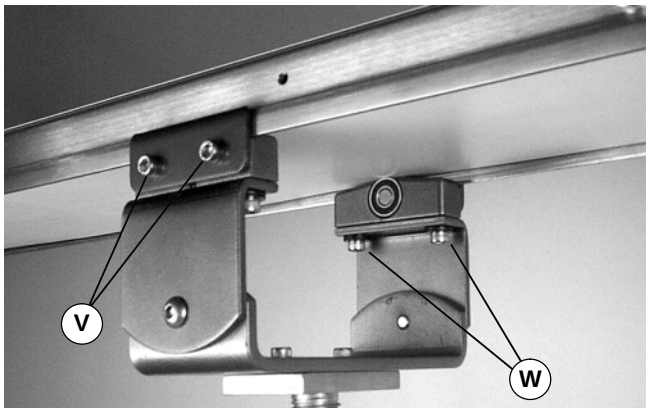

Abbildung 12
3. Die Klemmplatten zu beiden Seiten des Förderers befestigen (Abbildung 12). Die Schrauben (V) mit 9 Nm festziehen.